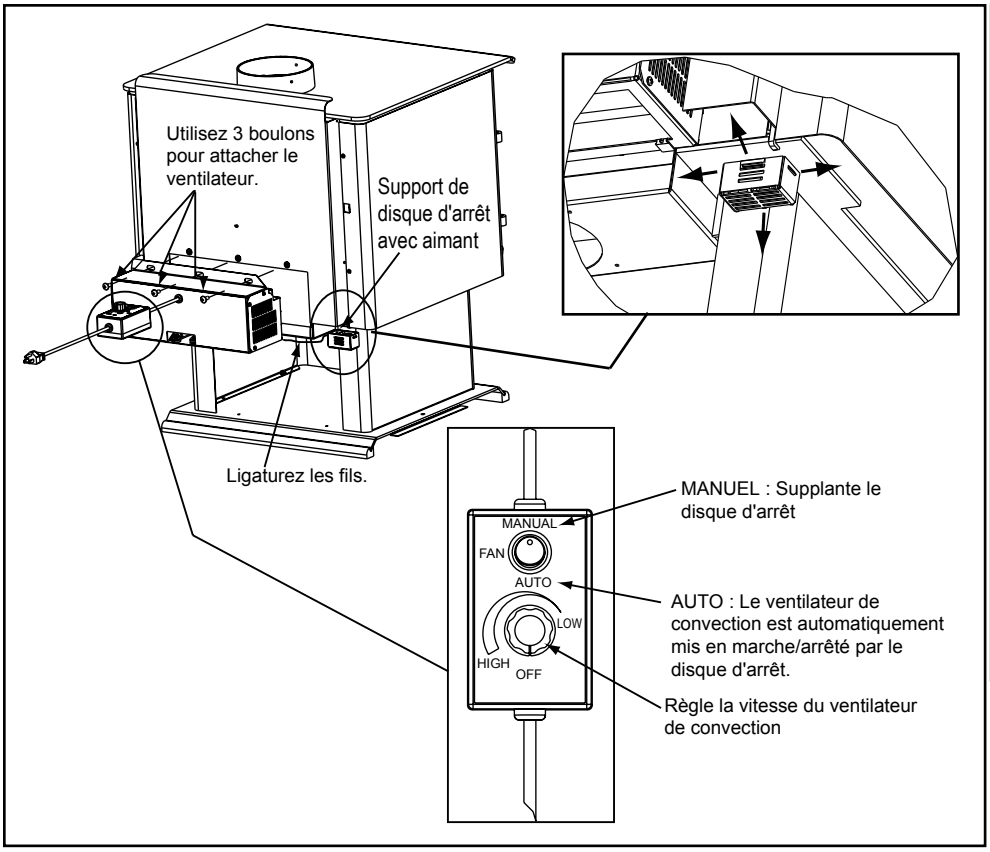

Figure 16.1
2. Alignez les trous de la bride de montage du ventilateur avec les trous sur l'appareil. Le ventilateur doit être placé sur le côté inférieur arrière du revêtement extérieur, comme illustré à la **figure 16.1**.
4. Placez le support doté du disque d'arrêt et de l'aimant sous l'angle inférieur gauche, comme illustré à la **figure 16.1**.